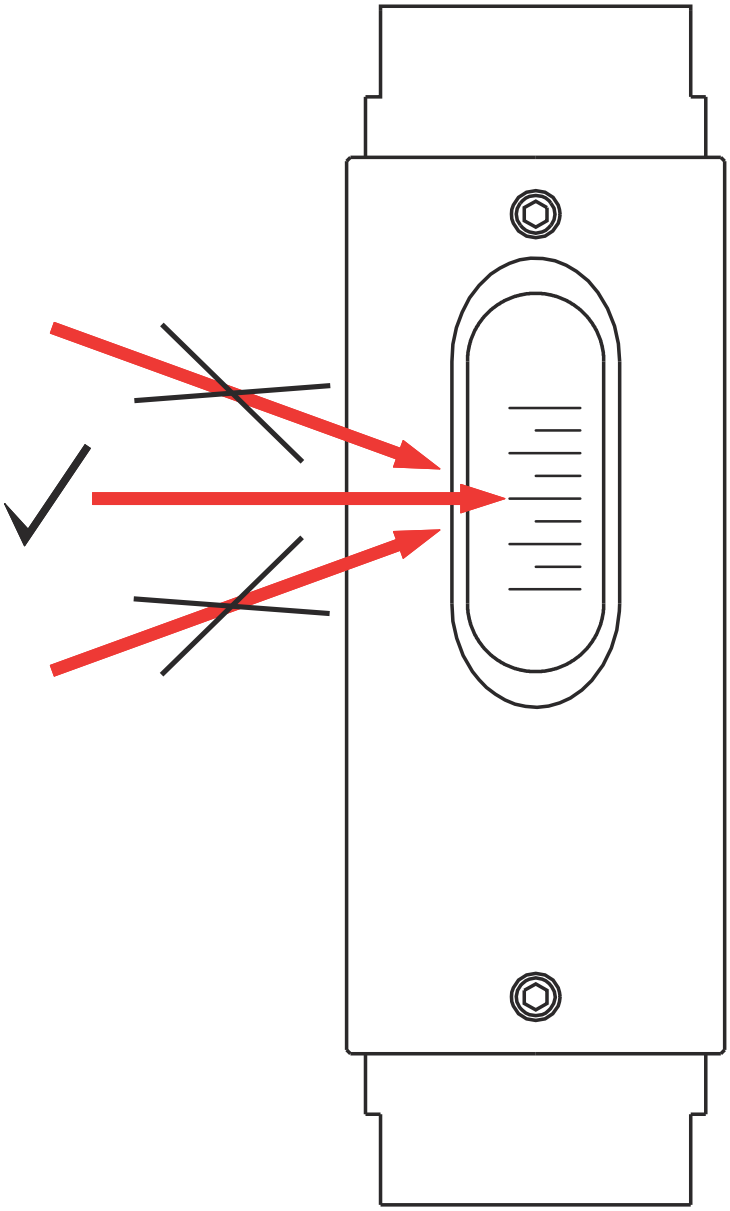

Fig. 34: Reading-off the measuring scale
2. To obtain greatest reading accuracy, read-off at eye level.(*Fig. 34*, middle arrow). The read-off value can be falsified by viewing at an angle